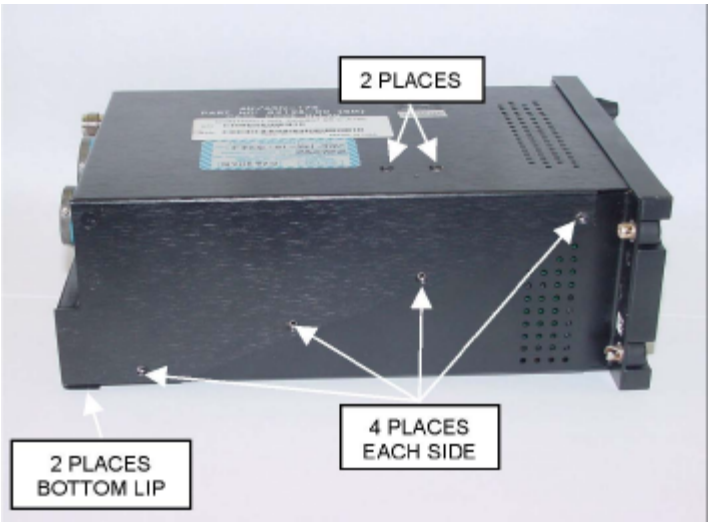

Figure 13
e. Position the top cover in place and secure it with 12 screws. Take care to route the RF connector through the appropriate opening in the top cover and check for alignment of J1 and J2 connectors before tightening the top cover (Fig. 13).